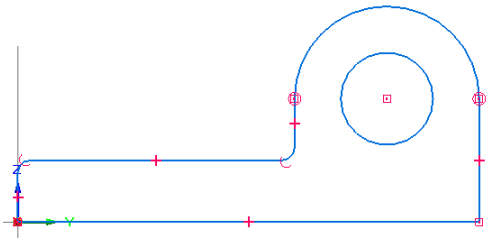

***Figure 2-47*** *Final profile for Tutorial 1*
4. Move the cursor over the center point of the arc and click to define this point as the center point of the circle when the concentric relationship handle is displayed. This completes the profile. The final profile for Tutorial 1 is shown in Figure 2-47.